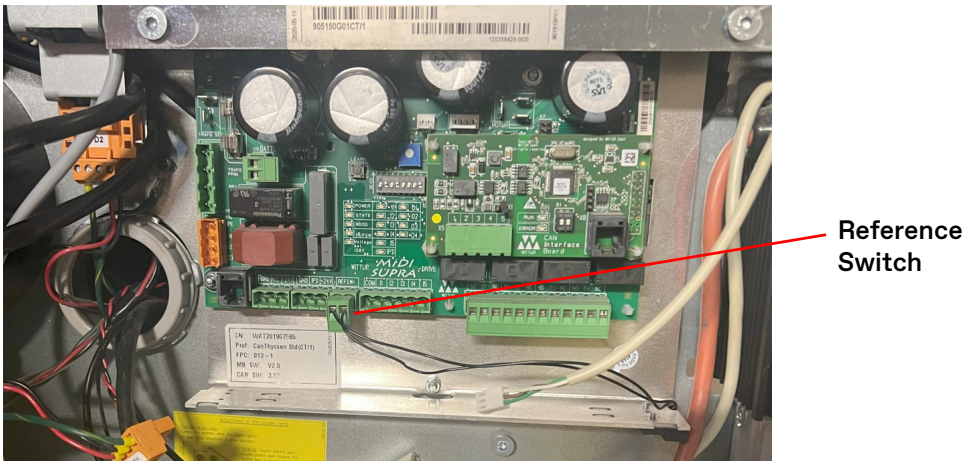

Figure 3 - Reference Switch on Door Operator Board
9. Label all plugs on the door operator board, and then unplug all plugs—except for the reference switch. See Figure 3.